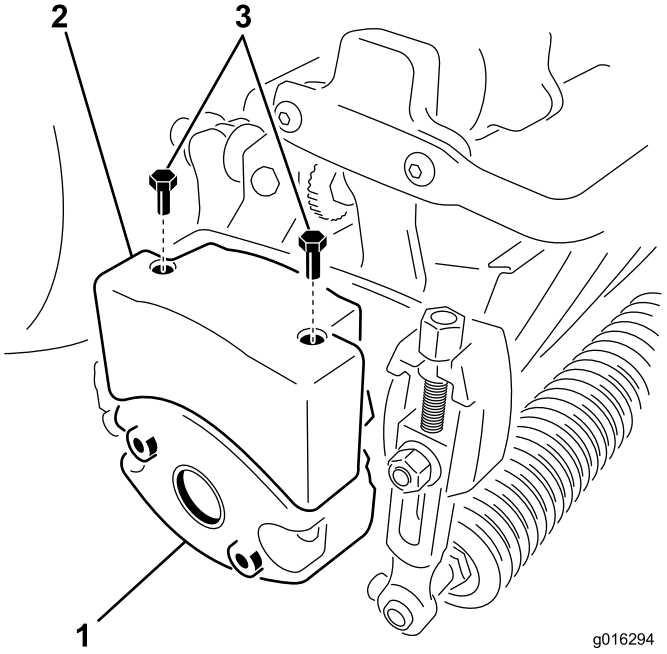

Figur 10
4. Ta bort de två bultar som fäster vikten på sidan av klippenheten (Figur 10).
6. Montera en övre vikt på klippenhetens vikt med två insexskruvar (Figur 10).